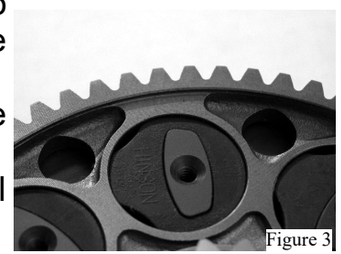

Figure 3
- Install the primary drive gear and the cushions onto your new Hinson Basket with the recessed side up (Figure 3), use a lubricant such as WD-40 if necessary